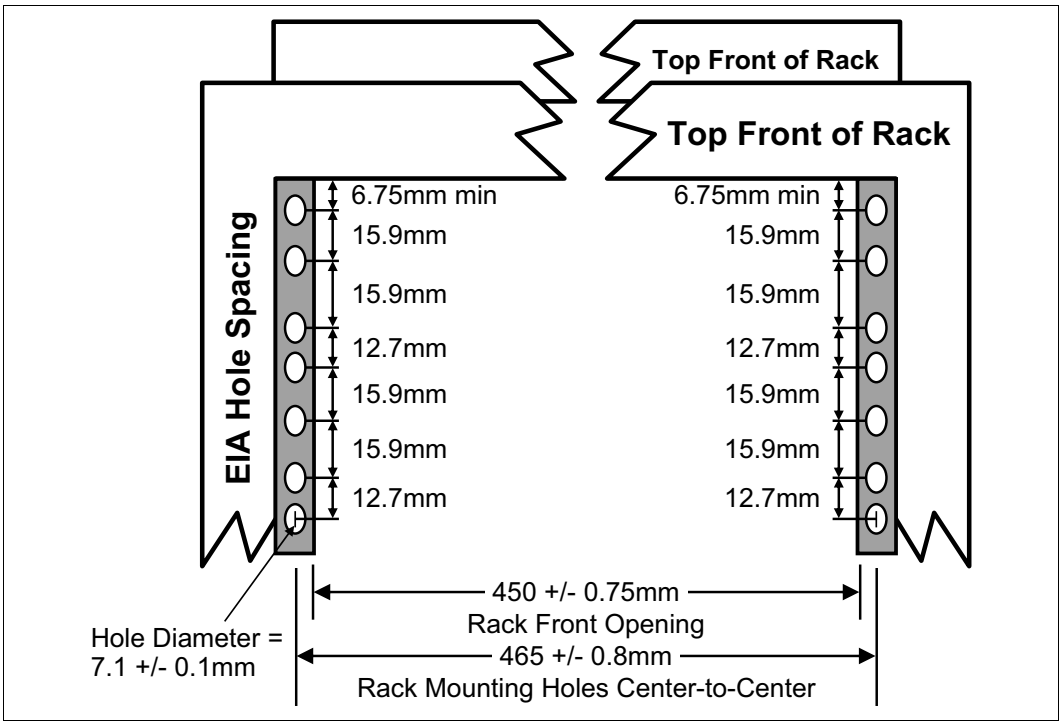

Figure 1-13 Rack specification dimensions - top front view
- The vertical distance between the mounting holes must consist of sets of three holes spaced (from bottom to top) 15.9 mm (0.625 in.), 15.9 mm (0.625 in.), and 12.67 mm (0.5 in.) on-center, making each three-hole set of vertical hole spacing 44.45 mm (1.75 in.) apart on center. Rail-mounting holes must be 7.1 mm ± 0.1 mm (0.28 in. ± 0.004 in.) in diameter. Figure 1-13 shows the top front specification dimensions.